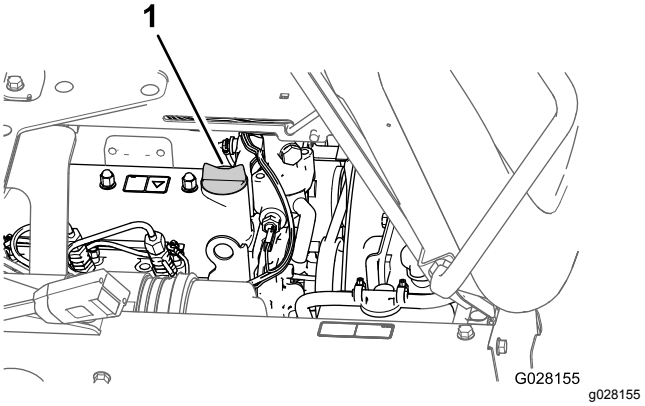

Рисунок 72
5. Снимите крышку маслозаливной горловины с крышки клапанной коробки двигателя (Рисунок 72) и медленно залейте примерно 80% от указанного количества масла в заливную горловину.
8. Установите крышку маслозаливной горловины (Рисунок 72).